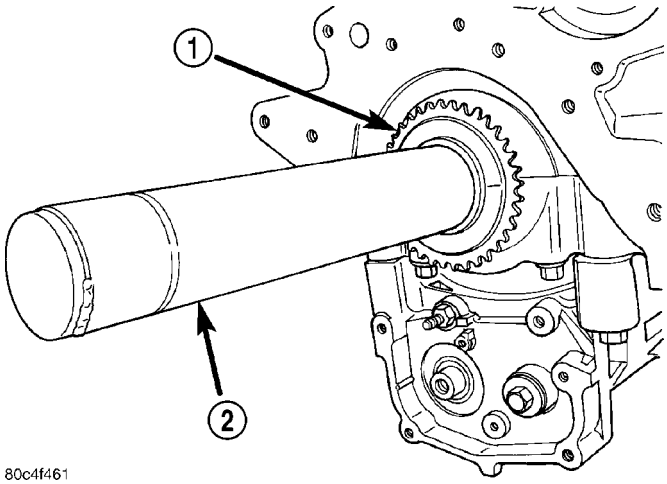

Fig. 141 Balance Shaft Drive
(5) Install balance shaft drive sprocket on crankshaft using Special Tool 6052 (Fig. 141).